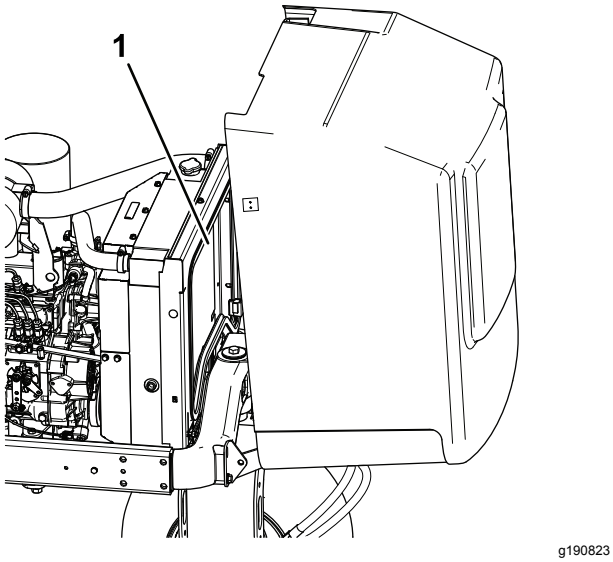

Figuur 68
5. Reinig beide zijden van de omgeving van de radiateur grondig met water of perslucht (Figuur 68).